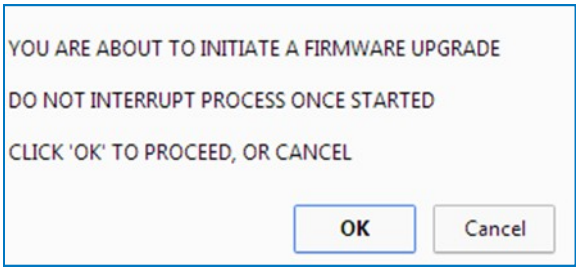

Figure 6-4: Proceed With Upgrade Prompt
5. Click the “Upload” button. A warning message will appear; click the “OK” button (See **Figure 6-4**).